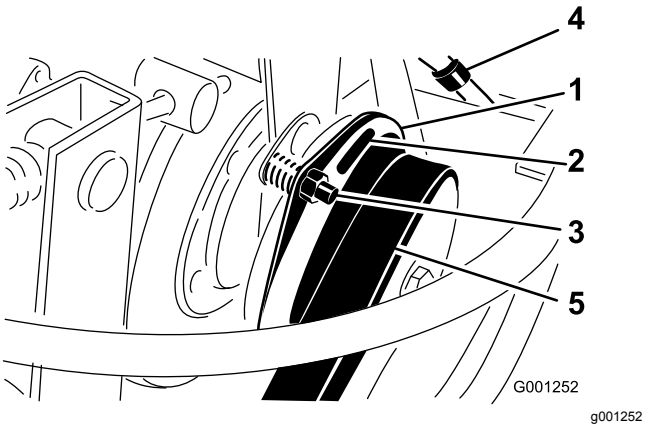

Figuur 77
3. Stel de elektrodenafstand zodanig in dat u een lichte druk voelt als u een voelermaat van 0,4 mm tussen de koppelingsvoering en de frictieplaat schuift (Figuur 77).
Opmerking: U kunt de afstand verkleinen door de stelmoer rechtsom te draaien (Figuur 77). De maximale elektrodenafstand is 0,7 mm. Stel alle 3 elektrodenafstanden af.